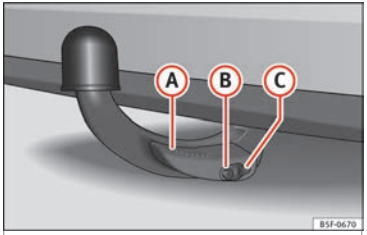

Fig. 220 Bola desmontable fijada correctamente
- La palanca (A) »» **fig. 220** está totalmente levantada.
- El perno de desbloqueo (B) »» **fig. 220** sobresale completamente (su parte roja y verde es visible).
- La tapa (C) »» **fig. 220** está colocada sobre la cerradura.